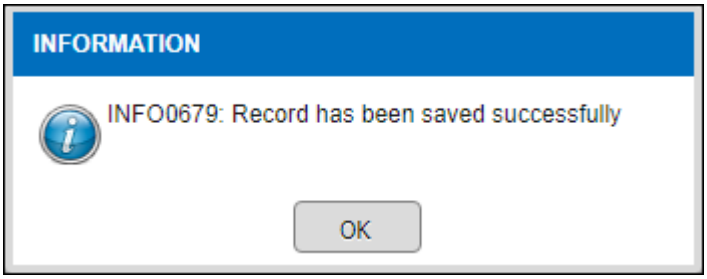

Figure 3.8-12 Alert Message
- *If click on the* Yes *button, record will be save and alert message will be pop up as shown in Figure 3.8-12.*